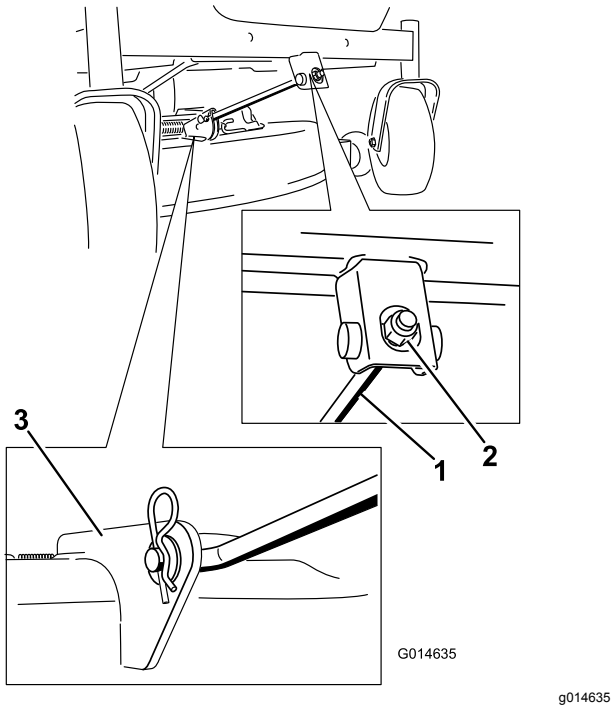

Figuur 65
5. Verwijder de R-pen uit de voorste steunstang en neem de stang uit de beugel van het maaidek (Figuur 65).
6. Bevestig de voorste steunstang aan het maaidek met de gaffelpen en de R-pen (Figuur 65).